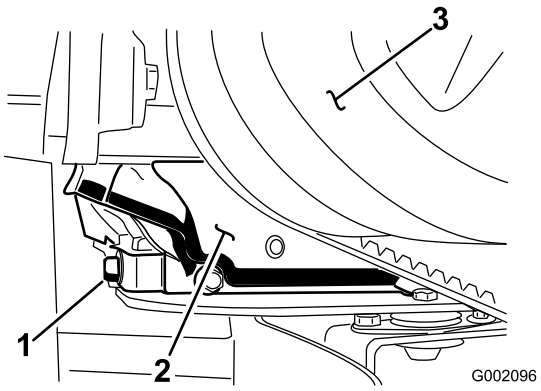

Figur 30
6. Fjern tappepluggen (Figur 30).